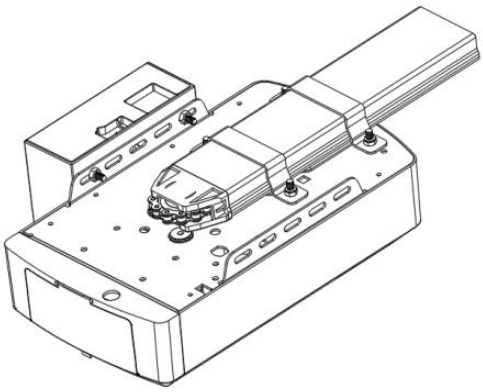

Figure 12
ÉTAPE 2 (Fig. 12)
Connectez la batterie à l'ouvre-porte, voir Fig. 12.